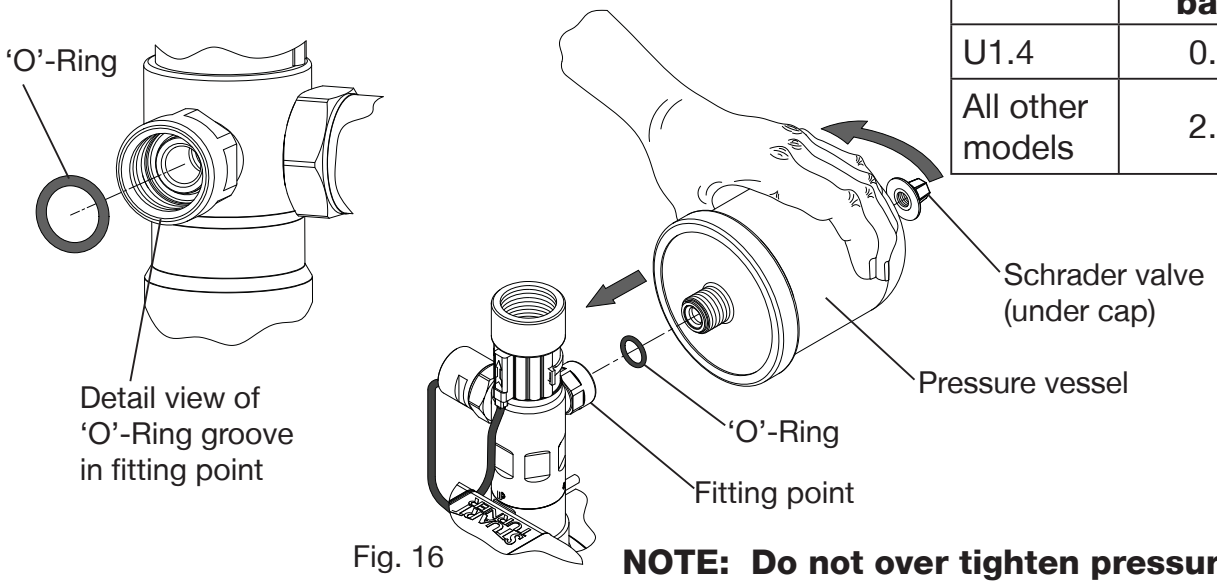

Fig. 16
e) Check air charge at Schrader valve (Fig. 16) using a tyre pressure gauge.
f) Replenish air charge by injecting air into the vessel via the Schrader valve using a car or bicycle pump (Fig. 16).